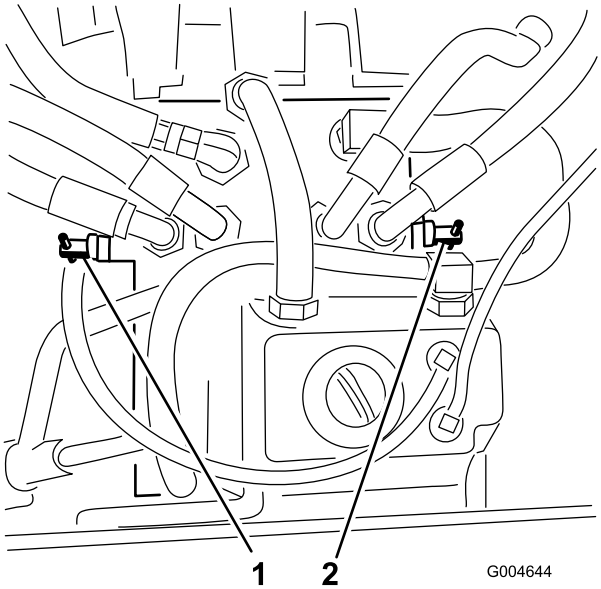

Figur 34
3. Drej hver omløbsventil én omgang mod uret (Figur 34).
Drej begge omløbsventilerne én omgang med uret, og spænd dem med håndkraft (med et moment på ca. 8 Nm) (Figur 34).